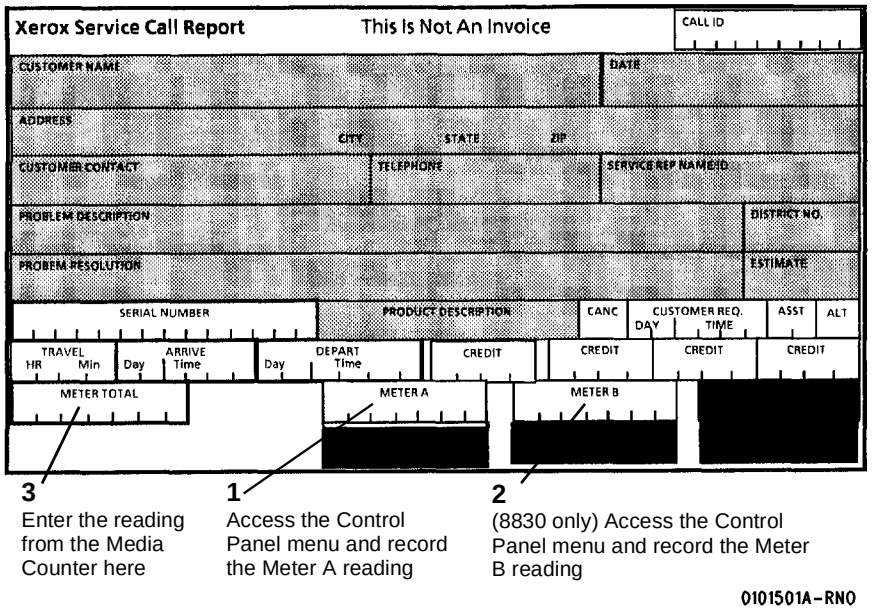

**Figure 23 Recording the Print Count Readings**
12. Figure 23): Record the Media Counter readings onto the Service Call Report. Record and report any accessory Serial Numbers (i.e., Finisher, Controller).